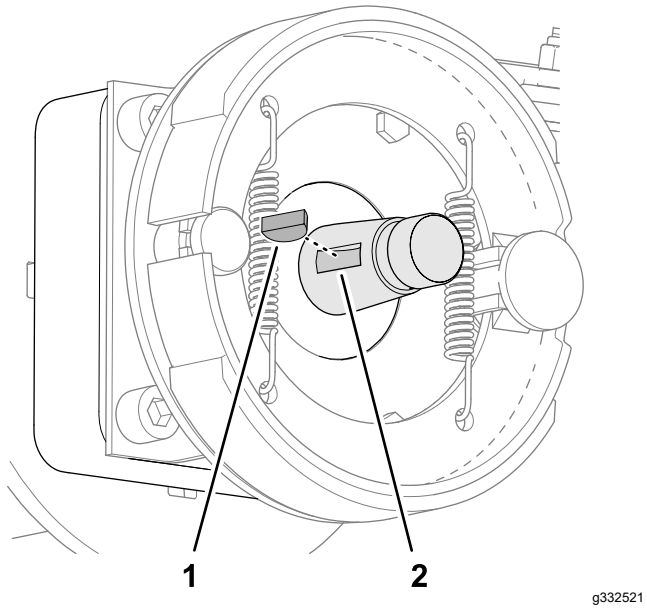

Figuur 79
5. Verwijder de schijfspie van de wielmotoras (Figuur 79).